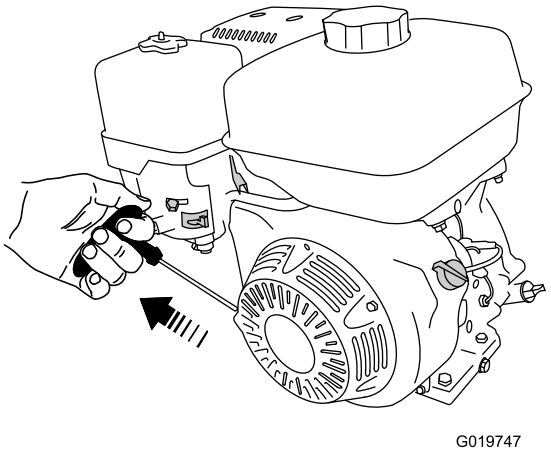

Figura 37
6. Tire del arrancador de retroceso suavemente hasta que note resistencia, luego tire con fuerza. Deje que el arrancador vuelva lentamente a su posición inicial (Figura 37).